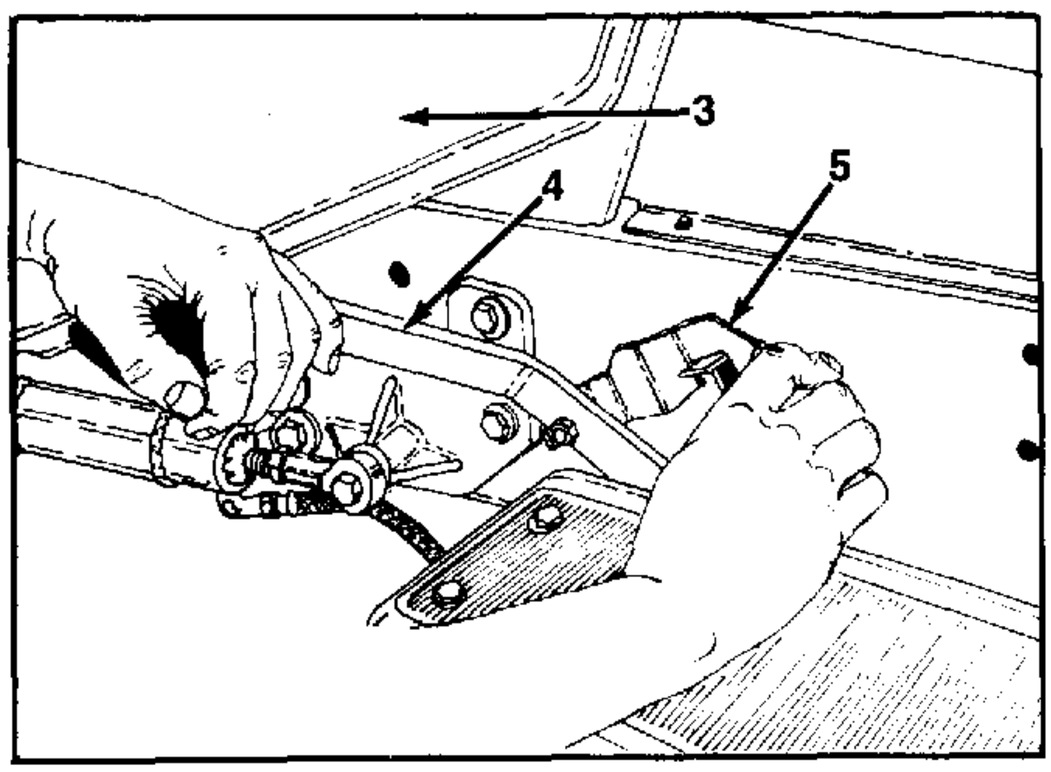

FIGURE 2.
4. Lock the brake pedal in the "down" position for ease of side panel removal. See figure 2. The exhaust mainfold side panel must be "worked" out of position.